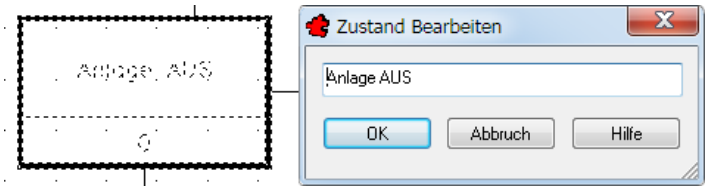

Bild 25.32 – Bearbeiten eines Zustandes
- *ZG - Zustand editieren:* Hierdurch wird der gewählte Zustand in der Dialogbox *Zustand bearbeiten* geöffnet (Abb. 25.32).